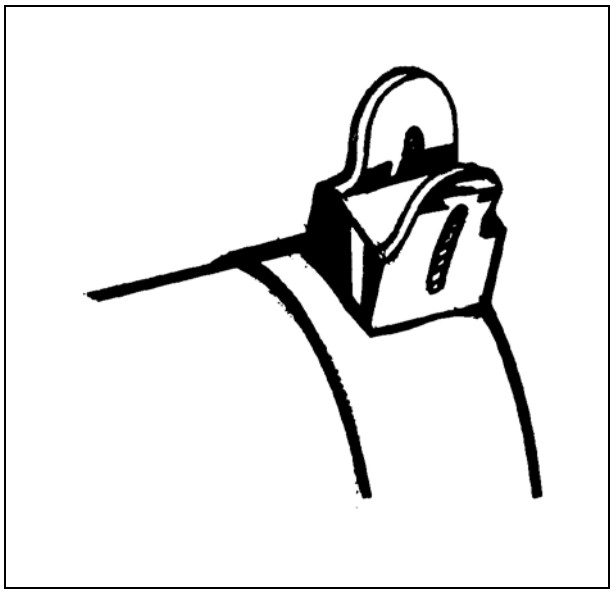

Figure A-4. Front sight.
b. **Front Sight**. Figure A-4 shows the stationary front sight, which has a tapered blade and two blade guards.